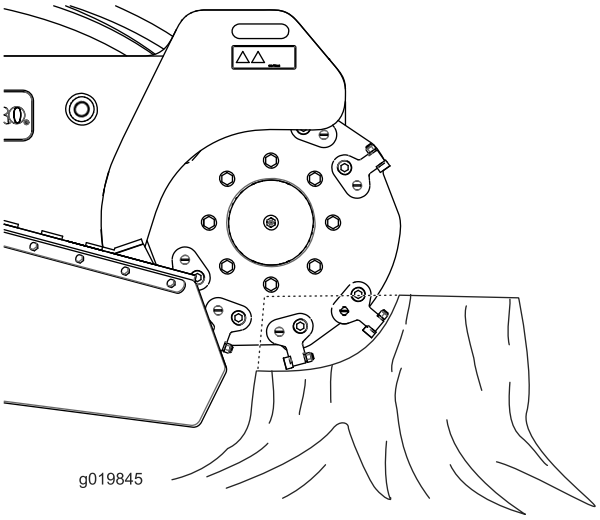

**Figur 21**
4. Sväng långsamt fräsen över stubbens ovansida med hjälp av manöverspaken, och skär bort flisor i ett svep (Figur 21).
- Skär av kanterna på stubben så blir fräsningen effektivare. När skärsvepet är nästan en fjärdedel av hjuldiametern (Figur 21) höjer du upp fräsen, flyttar framåt och börjar skära på kanten igen.